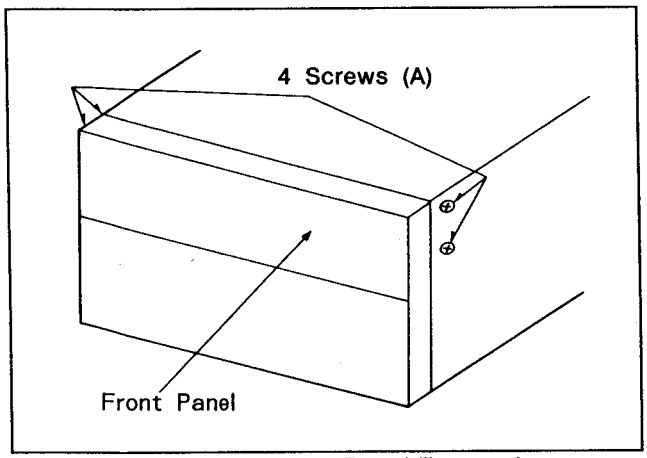

Fig. 6-19-1 Front Panel Removal
1. Unscrew the 4 screws (A) and pull the Front Panel Forward as shown in Figure 6-19-1.